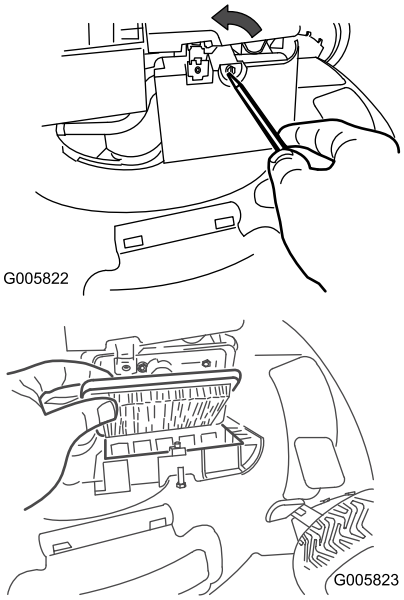

Figure 19
1. Ouvrez le couvercle du filtre à air avec un tournevis (Figure 19)
2. Remplacez le filtre à air (Figure 19).